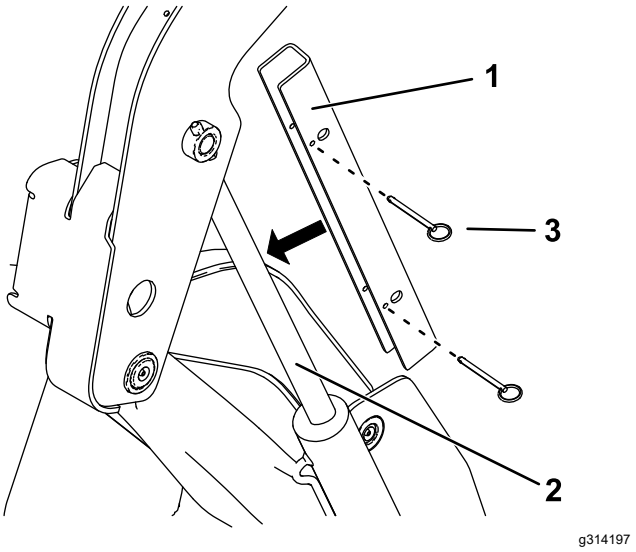

Figura 31
5. Coloque el bloqueo del cilindro sobre la varilla del cilindro de elevación (Figura 31).